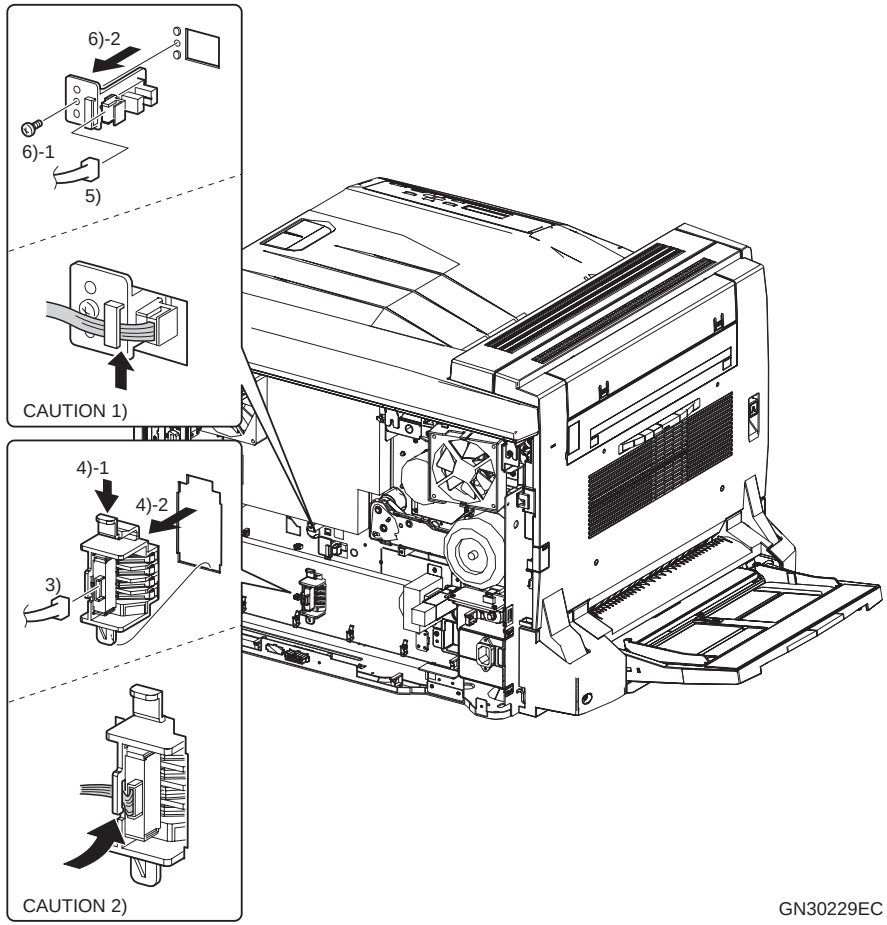

Figure 4-39. Removing the SWITCH ASSY SIZE and SENSOR ASSY TRACKING
1. Hitch the Harness on the SENSOR ASSY TRACKING as shown in Figure 4-39.
2. Hitch the Harness on the SWITCH ASSY SIZE as shown in Figure 4-39.